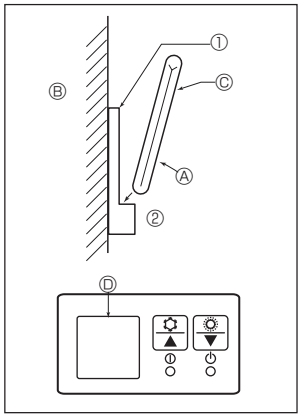

Fig. 6-7
2) Método de instalación (Fig. 6-7)
① Fije el soporte del mando a distancia en el lugar deseado con 2 tornillos roscados.
② Coloque el extremo inferior del mando en el soporte.